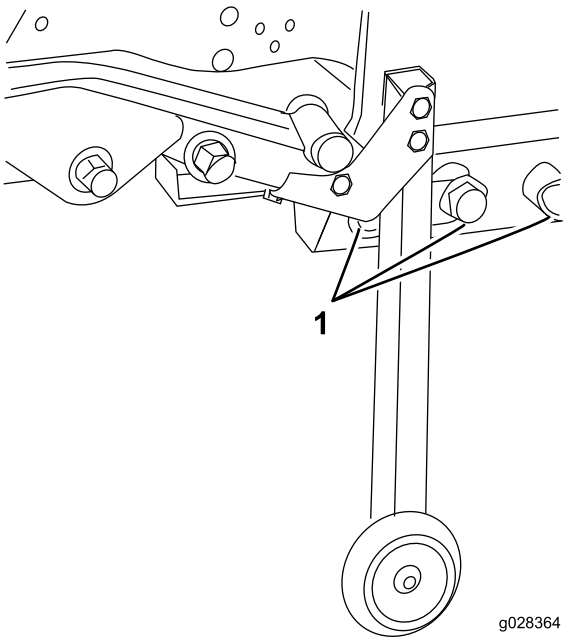
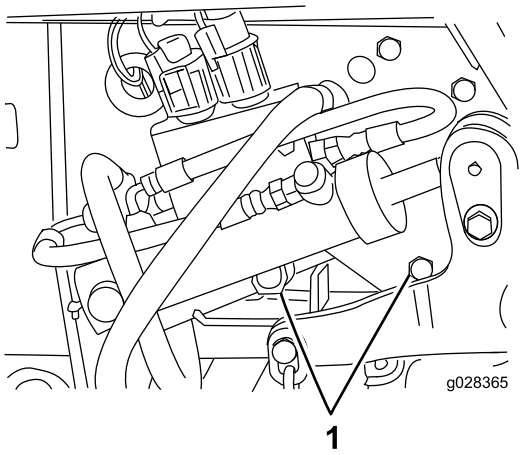

Figur 38
Figur 39
15. Fjern forsigtigt de bolte (3/4 tomme), spændeskiver og møtrikker, der fastholder skjoldrammen på bagstellet (tre på venstre side og to på højre side) (Figur 38 og Figur 39).